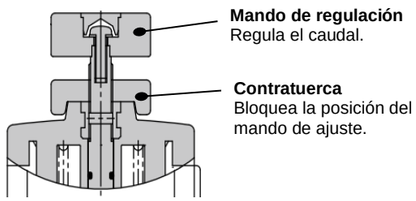

Fig. 3: Regulación de caudal
4.2 Regulación de caudal (fig. 3)